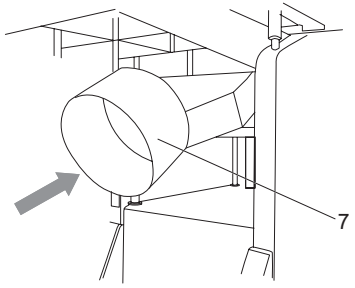

Fig. 16
> Para finalizar, coloque el adaptador del puerto de extracción (7) deslizándolo simplemente sobre el puerto de extracción tal y como se muestra en la Fig. 16.